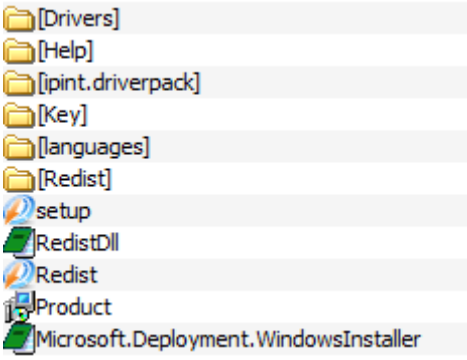

Figure 5.2-1 Contents of INTELLECT installation CD
1. Insert the INTELLECT installation disk in the CD-ROM drive and display its contents in a separate window of your PC (Figure 5.2-1).